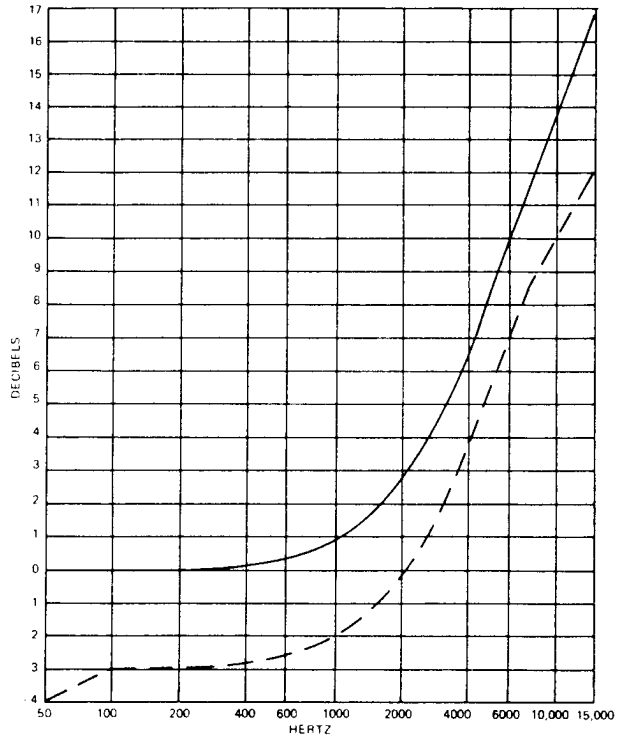

Fig. 6-1: Standard 75us Pre-emphasis Curve
4. Measure the frequency response as desired. Observe the L-R (or SUBCHANNEL) meter on your stereo modulation monitor. Note that the frequency response should follow the 75us de-emphasis curve. This curve is shown in Fig. 6-1. The frequency response observed is the product of the